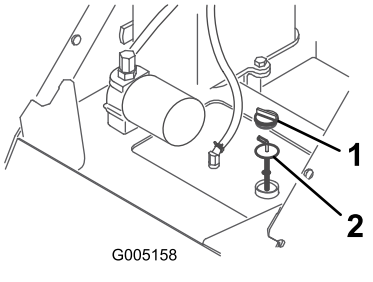

Rysunek 35
4. Wyczyść obszar wokół szyjki wlewu zbiornika oleju hydraulicznego (Rysunek 35).
5. Odkręć korek z szyjki wlewu i sprawdź poziom oleju na wskaźniku (Rysunek 35).